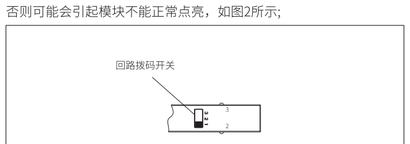
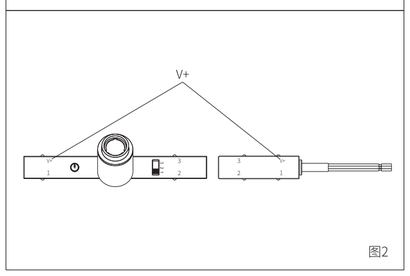

图1
图2
1、所有模块安装到灯体前，请确认模块上的回路拨码开关拨到正确档位，单回路控制请拨到1的位置，如图1所示。所有模块安装到灯体内时，请注意模块上的V+标识要与进电端上的V+标识保持在同一侧（同回路）否则可能会引起模块不能正常点亮，如图2所示;